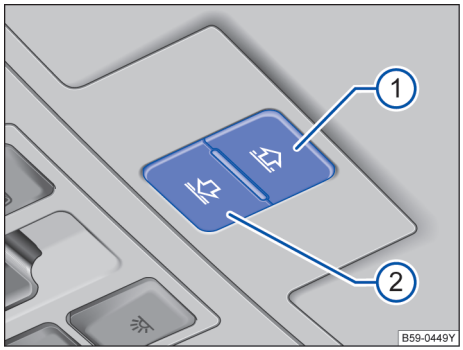

图 59 在顶篷中：遮阳卷帘的按钮
按钮 →图 59 ① 和 ② 设有 2 挡位置。1 挡位置：可完全或部分打开或关闭遮阳卷帘。